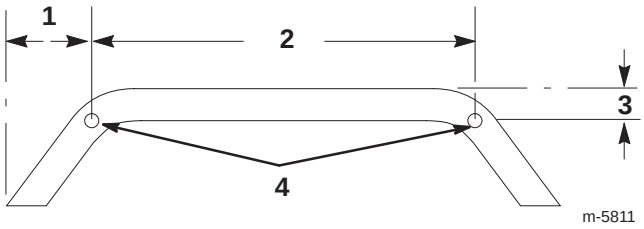

Figure 5
1. Mark and drill 2 holes (11/32 in. dia.) through both walls of the mow pedal guard at the locations indicated in Figure 5.